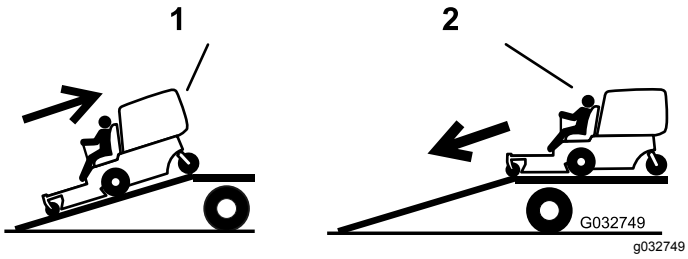

Figure 26
4. Montez la rampe en marche arrière (Figure 26).
2. Descendez la rampe en marche avant (Figure 26).